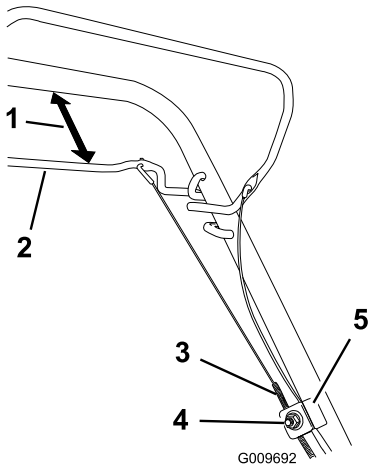

Figur 31
1. Løsne mutteren på kabelfestet (Figur 31).
2. Hold selvdriftsbøylen 25 til 38 mm fra håndtaket (Figur 31).
3. Trekk kabelkappen ned (mot maskinen) til det ikke er slakk i kabelen (Figur 31).